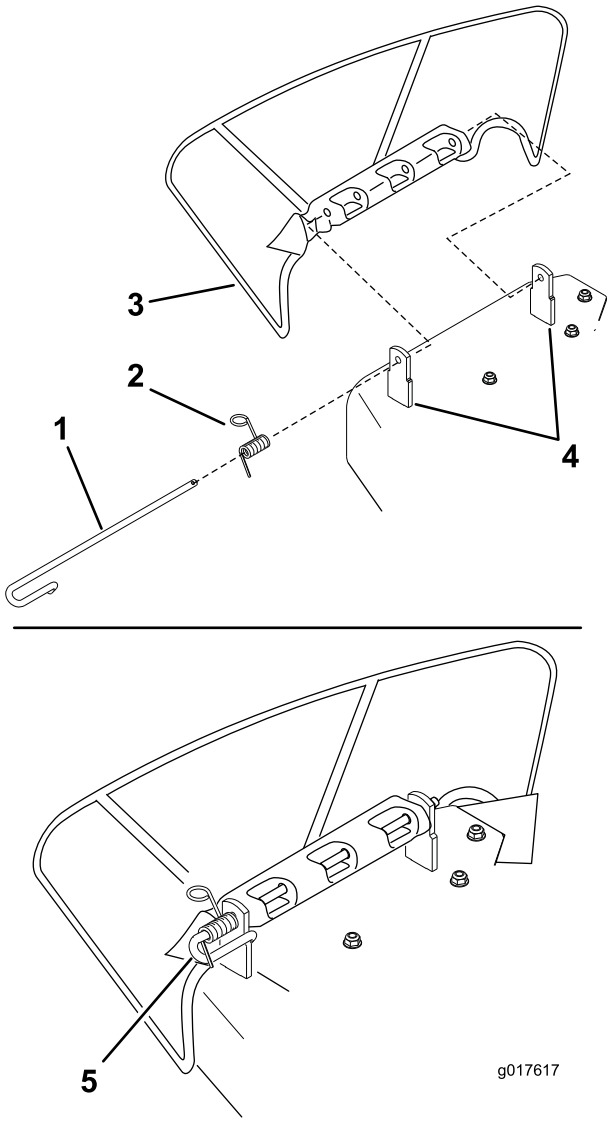

Figure 60
1. Disengage the spring from the notch in the deflector bracket and slide the rod out of the welded deck brackets, the spring, and the discharge deflector (Figure 60).